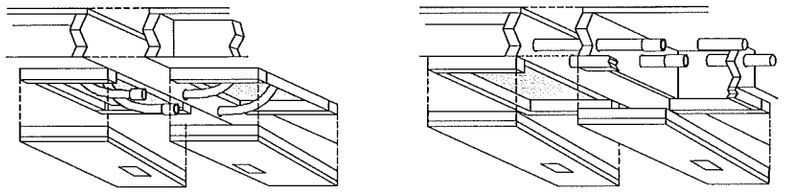

Figure 45. *Water line crossover with access panels*
3. **Pull lines.** Pull water lines through holes in rim joist or attach shipped loose flex connectors, if applicable (**Figure 45**).